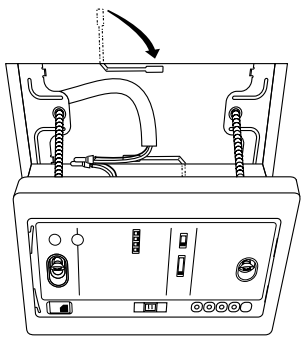

**Fig. 11-28**
7. Return parts (A) and (B) through the gap between the ceiling and receiver unit so that they are contained in the openings. Then tighten the screws. Do not tighten the screws excessively. This may result in damage or deformation of the case. Tighten to the point where the receiver unit can be moved slightly by hand. (Fig. 11-28)